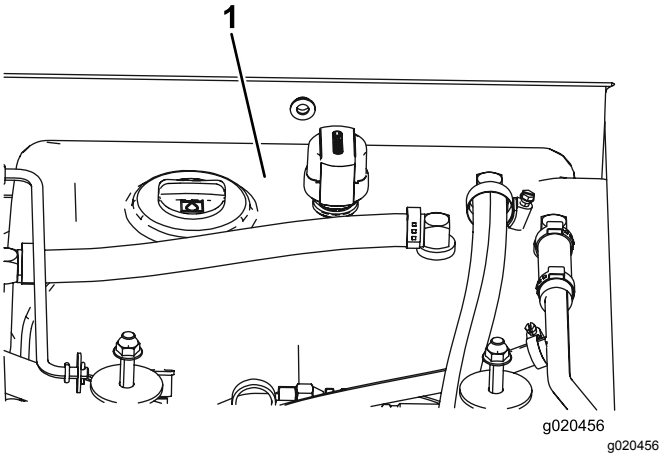

Figuur 102
4. Vul het reservoir (Figuur 102) met hydraulische vloeistof; zie Hydraulische vloeistof verversen (bladz. 72).